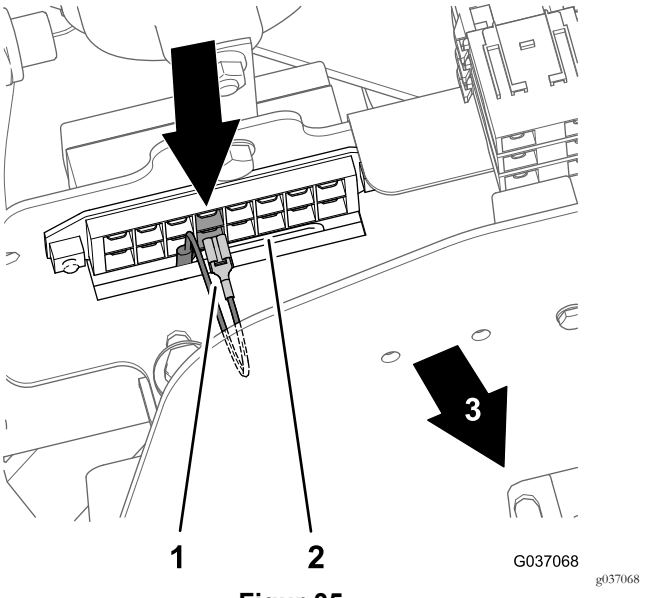

Figur 35
- Modell 30654, 30657 og 30659 – fjerde sikringsposisjon fra venstre (Figur 35)